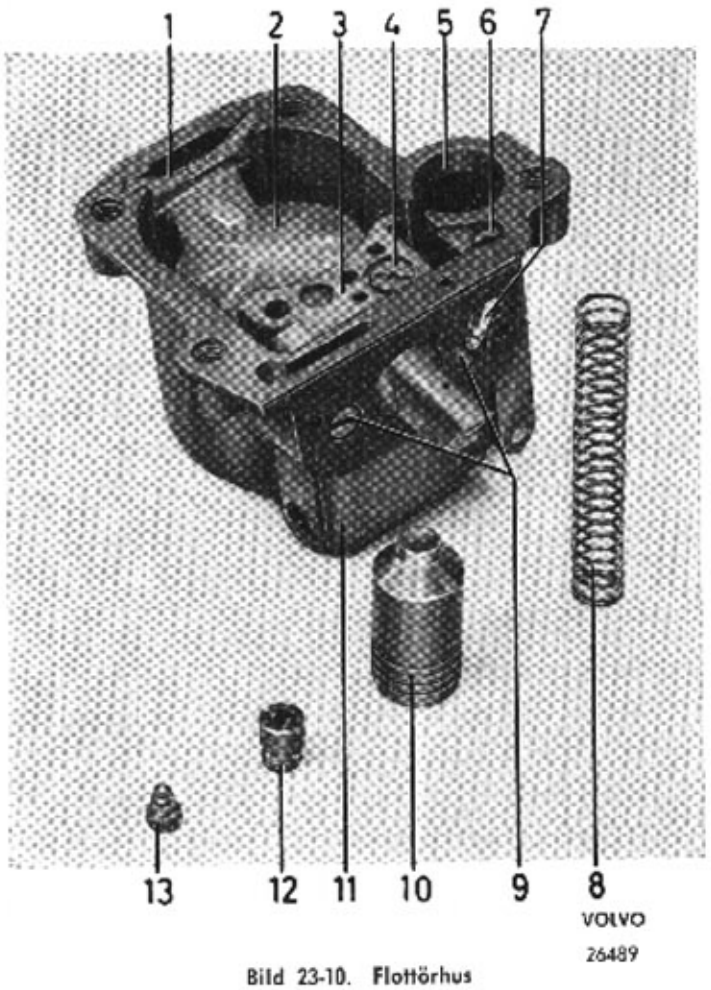
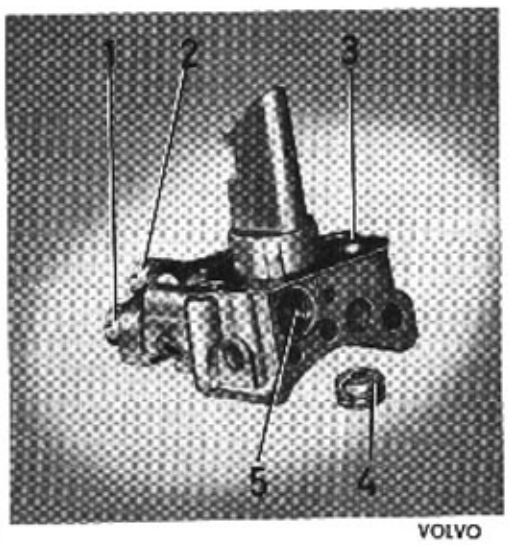

Bild 23-10. Flottörhus
Bild 23-11. Blandningskammare
Vid rengöring av förgasaren är det oftast tillräckligt att endast demontera flottörhuset, ta ur flottören samt skruva ur luftmunstycket för tomgång (4 bild 23-10) samt själva tomgångsmunstycket som ligger under luftmunstycket. Demontera även accelerationspumpens kolv samt volymskruven, den senare på förgasarhuset. Demontera nålventilen och kontrollera eller rengör den. Tvätta delarna i tvättnafta eller sprit. Blås igenom alla kanaler och munstycken med tryckluft, även hålet för volymskruven.
2. Tag bort låsfjädern (1 bild 23-10) och lyft upp flottören (2). Observera låsfjäderns "TOP"-märkning.
3. Demontera blandningskammarens skruvar (9) och tag upp kammaren.
4. Skruva ur samtliga munstycken i blandningskammaren, bild 23-11.
5. Demontera accelerationspumpens kolv, fjäder, in- och utloppsventil samt accelerationsmunstycket. Se bild 23-10.